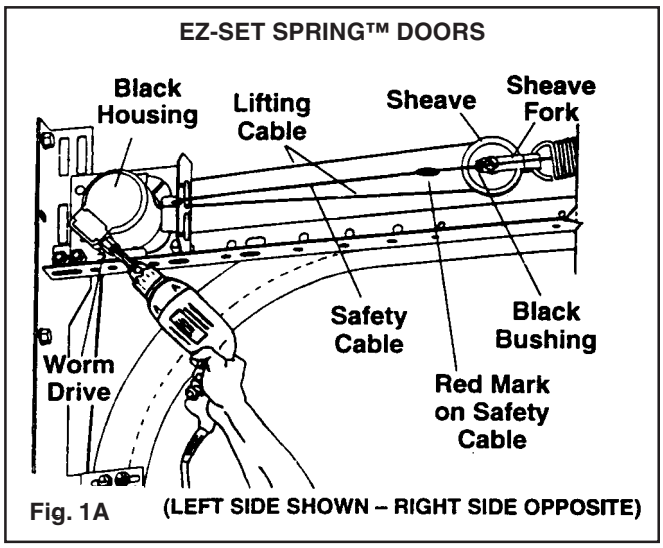

Fig. 1A
**Step 1a:** With the door in the DOWN position, insert a 1/4" hex driver completely into each worm drive and using the reverse (counter-clockwise) direction on the drill, remove all the tension from each spring. (FIG. 1A)